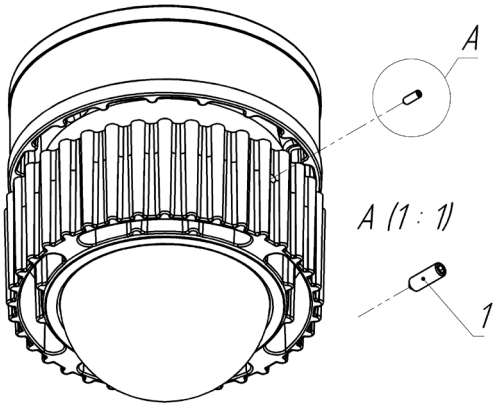

Рис. 9
4.2.4 – Ослабить винт установочный поз. 1 (См. рис. 9);